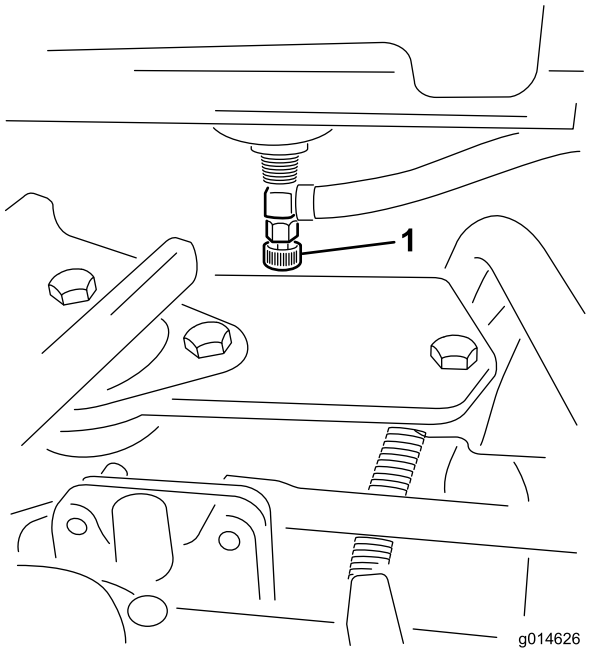

**Figur 44**
1. Luk brændstofafbryderventilen (Figur 44) under brændstoftanken.